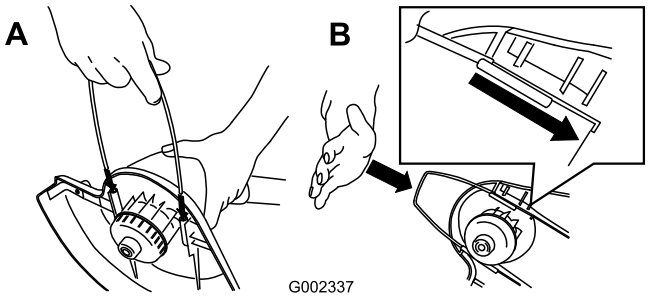

Figuur 3
4. Monteer de metalen draadgeleider (Figuur 3).